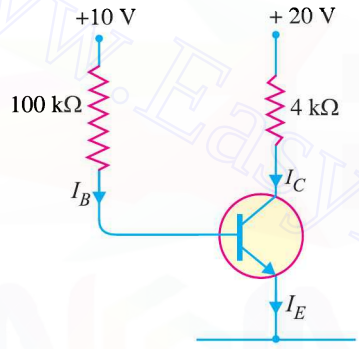

Fig. 9.48
2. Fig. 9.48 shows biasing with base resistor method. Determine the operating point. Assume the transistor to be of silicon and take β = 100. **[I_C = 0.93 mA, V_{CE} = 17.3V]**